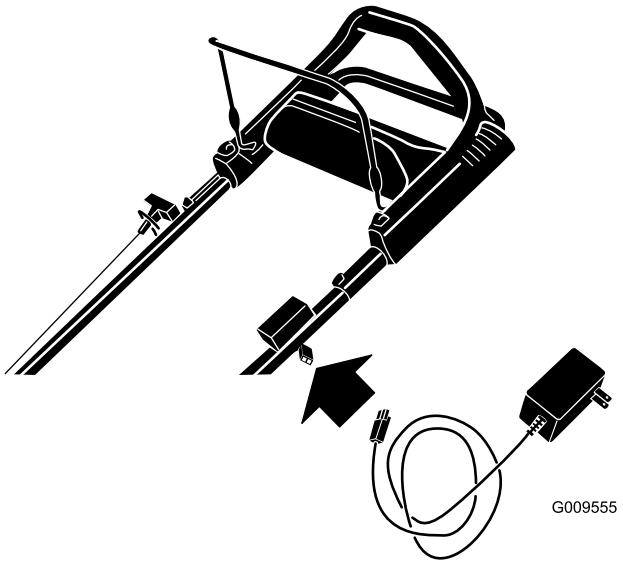

Figur 33
1. Slut opladeren til ledningsnettet neden for tændingsnøglen (Figur 33).